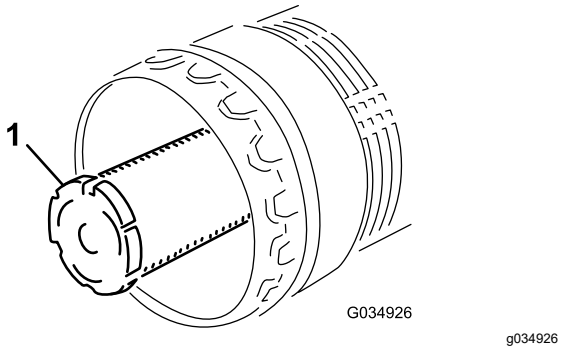

**Figuur 92**
**Opmerking:** Vervang het hoofdfilter nadat het voorfilter 3 onderhoudsbeurten heeft gehad (Figuur 92).